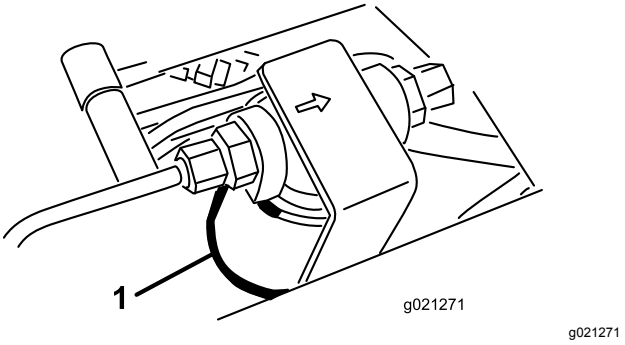
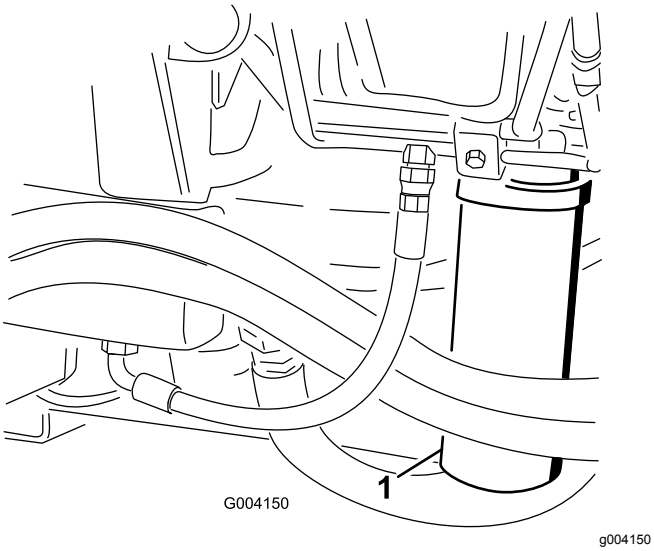

**Figur 104**
**Figur 105**
2. Rengör området där filtret ska monteras och placera ett avtappningskärl under filtret (Figur 104 och Figur 105).